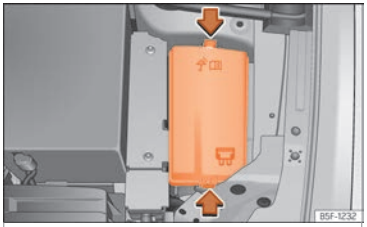

Abb. 56 Im Motorraum: Abdeckung des Sicherungskasten.
- Drücken Sie die Verriegelungslaschen, um die Abdeckung des Sicherungskastens zu entriegeln ››› **Abb. 56**.